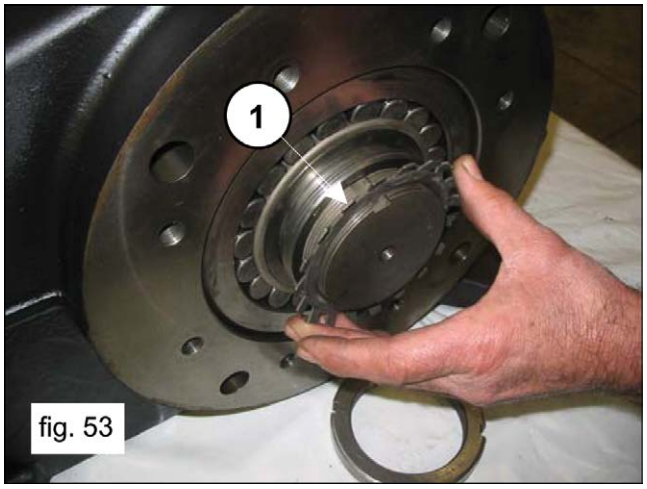
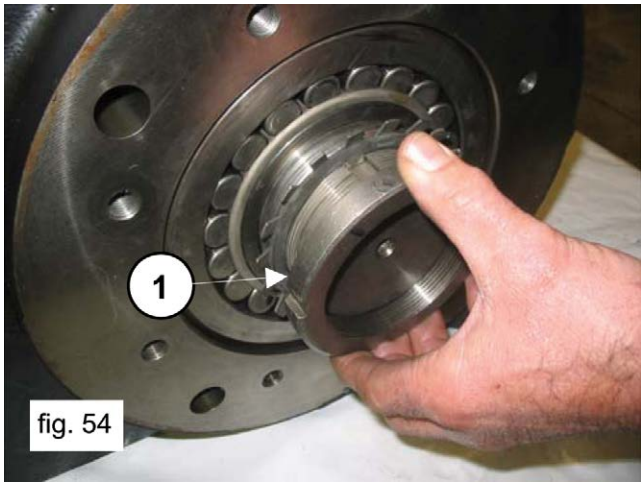
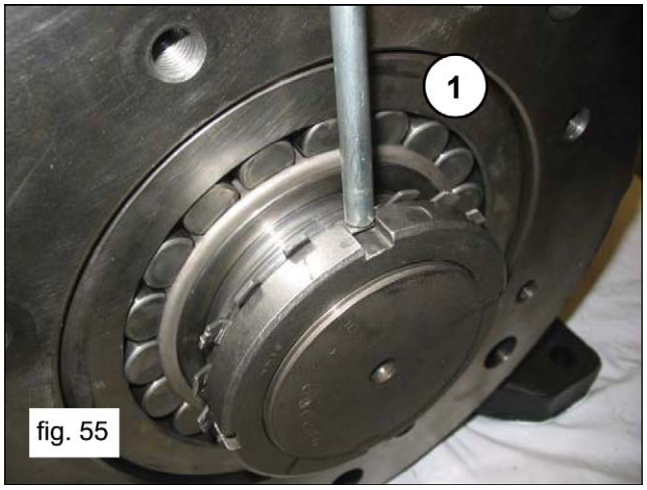

fig. 53
fig. 54
fig. 55
Unscrew the ring nut, insert the safety washer (1, fig. 53) and completely screw the ring nut (1, fig. 54); then fold the washer’s locking key (1, fig. 55).